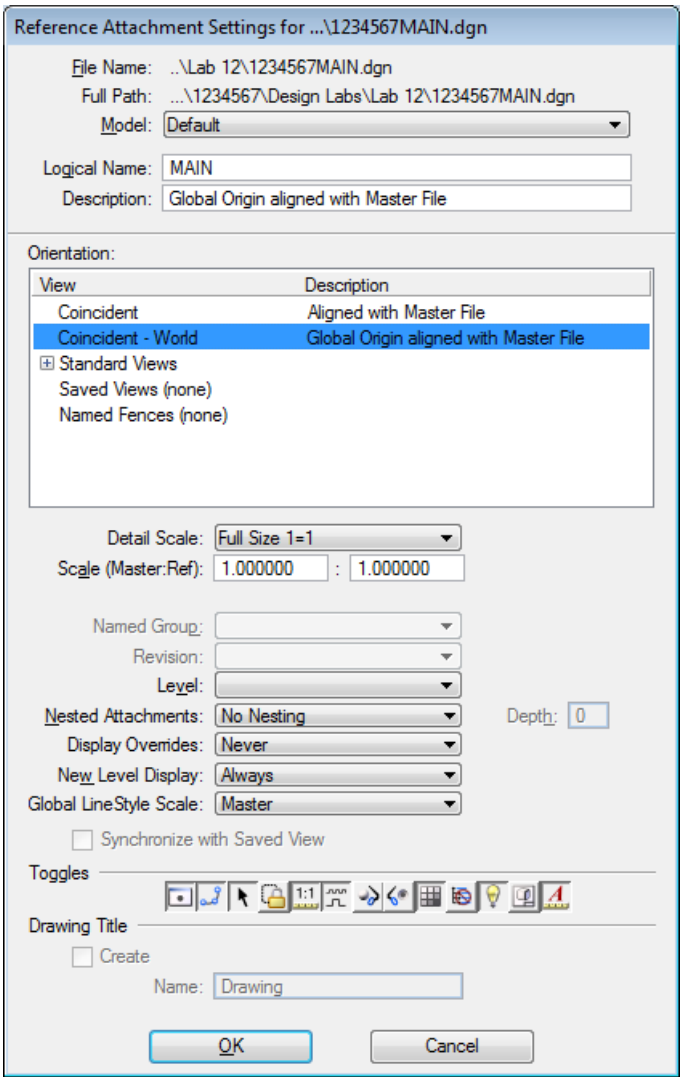

Figure L12-1 Reference Attachment Settings
13.	**Attach the 1234567MAIN.dgn as a Reference File.** • In the **References** Window, select **Tools ► Attach** and the **Attach Reference** dialog opens. • Navigate to **C:\InRoads Data\1234567\Design Labs\Lab 12** • In the **Attach Reference** dialog, select **1234567MAIN.dgn** and click **Open**. • The **Reference Attachment Settings** dialog opens. • In this dialog, Key-in the **Logical Name:** ***MAIN*** • Ensure **Coincident - World** is selected in the **Orientation:** field. • Verify your entries match those shown in *Figure L12-1* and then click **OK**.